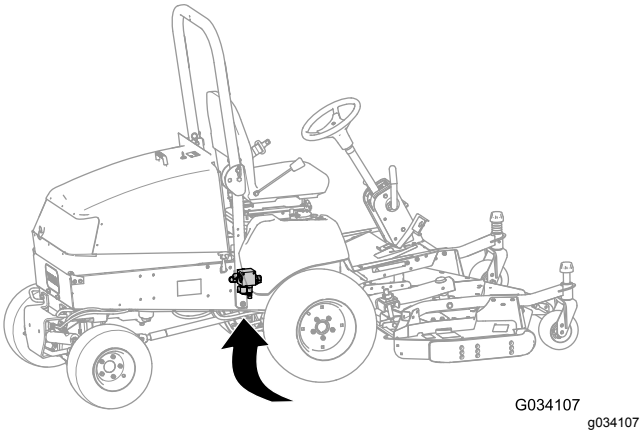

Figur 12
2. Find løftemanifolden nedenunder maskinen, indvendigt ved den højre stelkanal, bag forakslen (Figur 12).